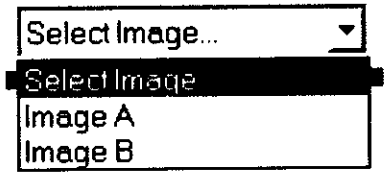

**Figure 5-14 Select Image**
1. Select image type from the pull down menu on the upper left hand corner (*Figure 5-14 Select Image, page 20*).